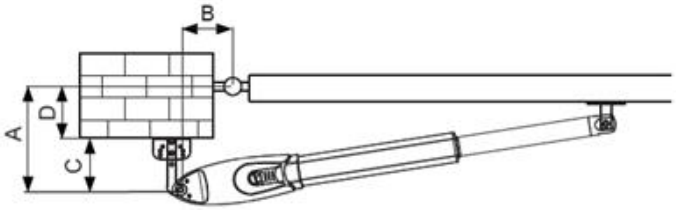

Figura 11 (vista planta)
10. Tomando en cuenta el ángulo de apertura deseado, asegurarse de que las medidas en la figura 11 se pueden cumplir.